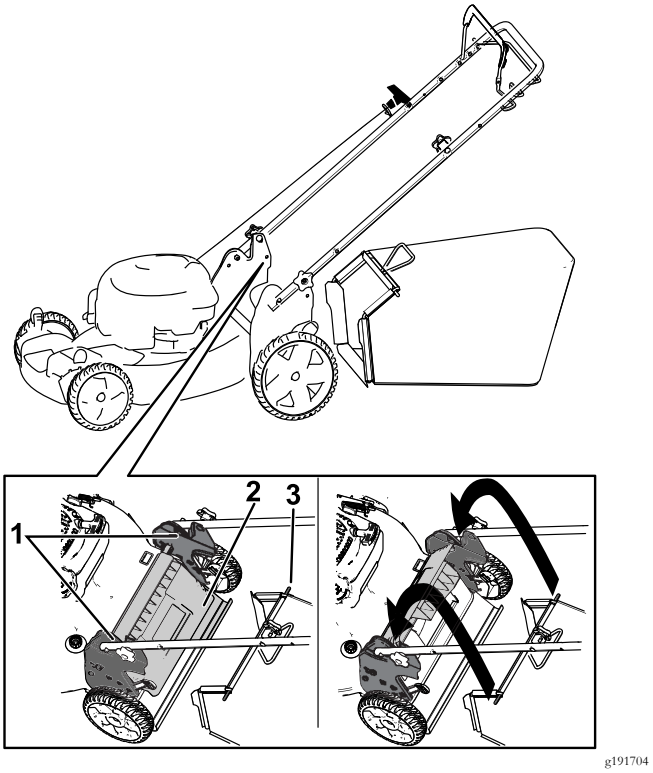

Figur 20
1. Løft bagpladen, og hold den oppe (Figur 20).
2. Monter græsposen, og sørg for, at tapperne på posen sidder i hakkerne på håndtaget (Figur 20).